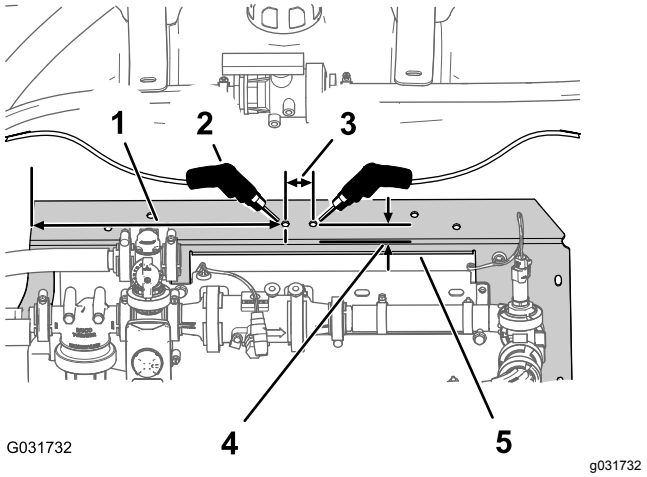

Figur 228
1. Ved manifoldbeslagets øverste venstre kant – mål 381 mm til højre, og sæt et mærke på manifoldbeslaget med en blyant (Figur 228).
2. Ved manifoldbeslagets bageste kant – mål 19 mm fremad, og afmærk manifoldbeslaget med en blyant (Figur 228).
4. Ved udstansningsmærket skal du måle til 32 mm til højre og afmærke manifoldbeslaget med en blyant (Figur 228).
5. Ved manifoldbeslagets bageste kant – mål 19 mm fremad, og afmærk manifoldbeslaget med en blyant (Figur 228).
7. Bor et hul i manifoldbeslaget ved hver af udstansningsmærkerne med et 8 mm (5/16 tomme) borehoved (Figur 228).